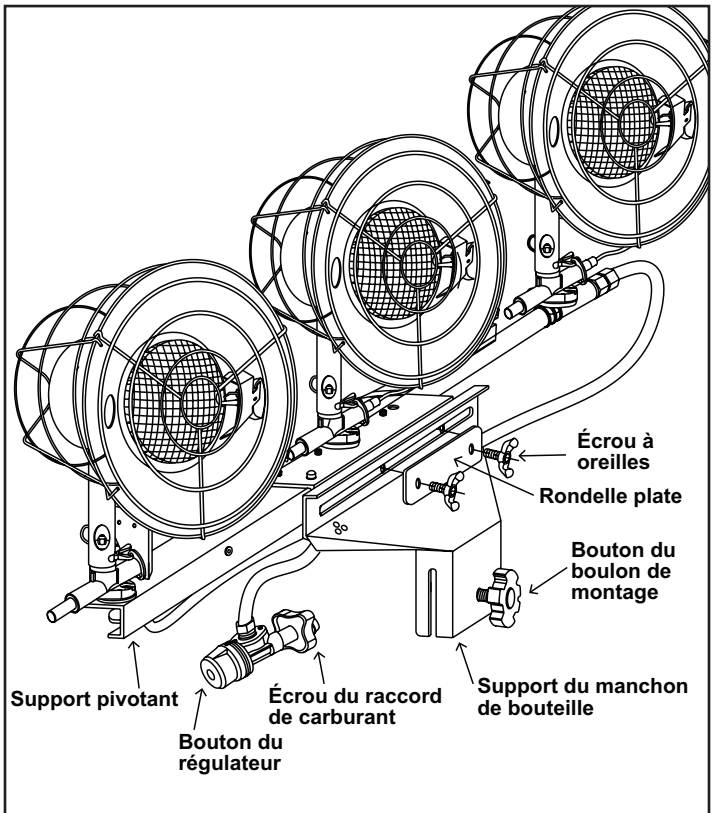

Figure 2
3. Placer la rondelle plate sur le support du manchon de la bouteille, puis insérer le boulon de support (voir la Figure 2).